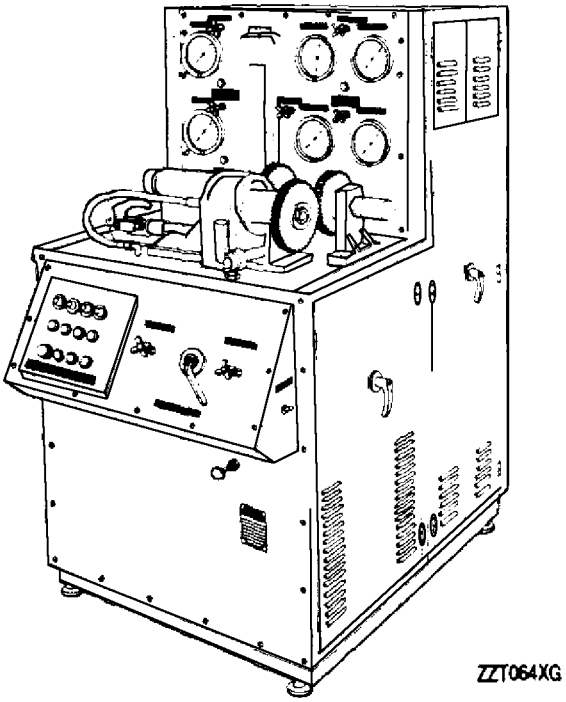

Figure 31. 6796770 Propeller Brake Test Fixture
25. CONE TYPE PROPELLER BRAKE ASSEMBLY − BENCH TEST. Bench test complete assembly as follows on 6796770 propeller brake test fixture (figure 31).